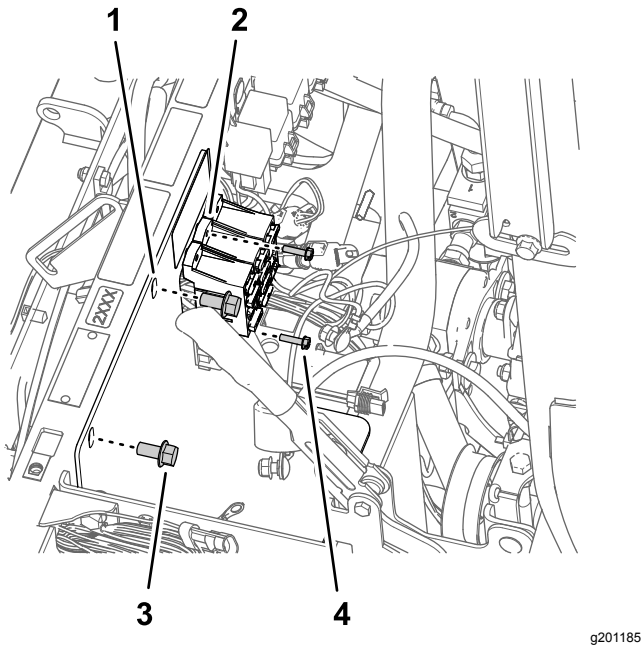

Rysunek 172
3. Odkręć śruby (10-24 x ¾ cala) i nakrętki (10-24) mocującą bloki bezpieczników do wspornika akumulatora (Rysunek 172).
4. Odkręć 2 śruby kołnierzowe (⅜ x ¾ cala) mocujące wspornik akumulatora do rury wspornika amortyzatora maszyny (Rysunek 172).